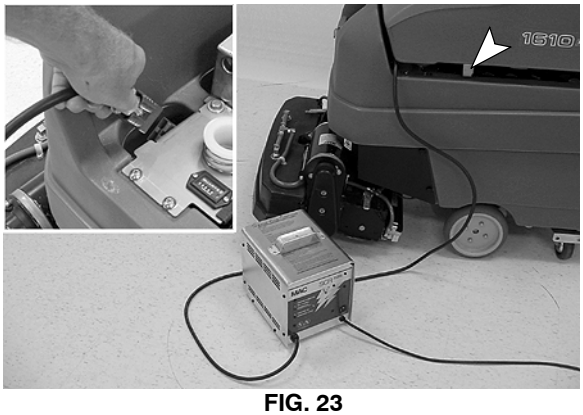

FIG. 23
5. Branchez le cordon CC du chargeur sur la prise de batterie de la machine située sous le réservoir de récupération (Figure 23). Posez le réservoir de récupération sur la béquille de support, afin de faciliter la ventilation durant la mise en charge.